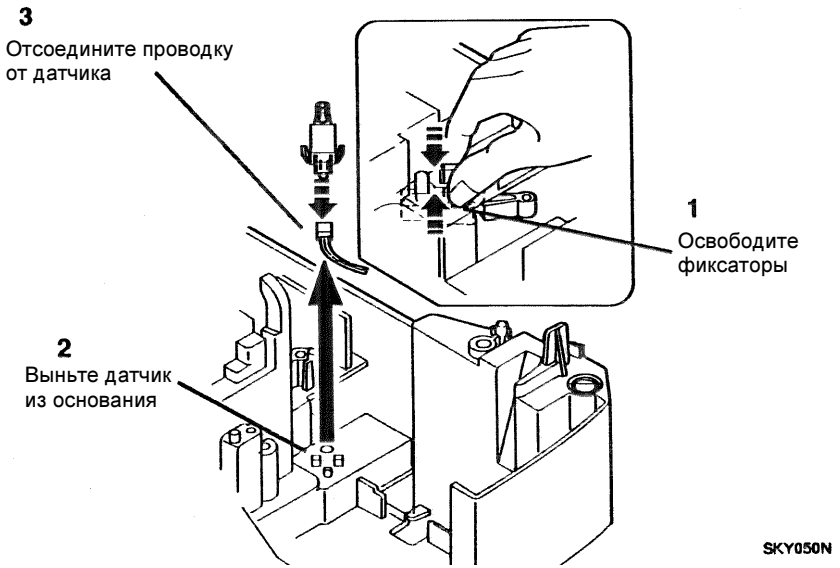

Рисунок 3. Снятие жгута датчика лотка
4. (Рисунок 3): Снимите жгут датчика лотка.